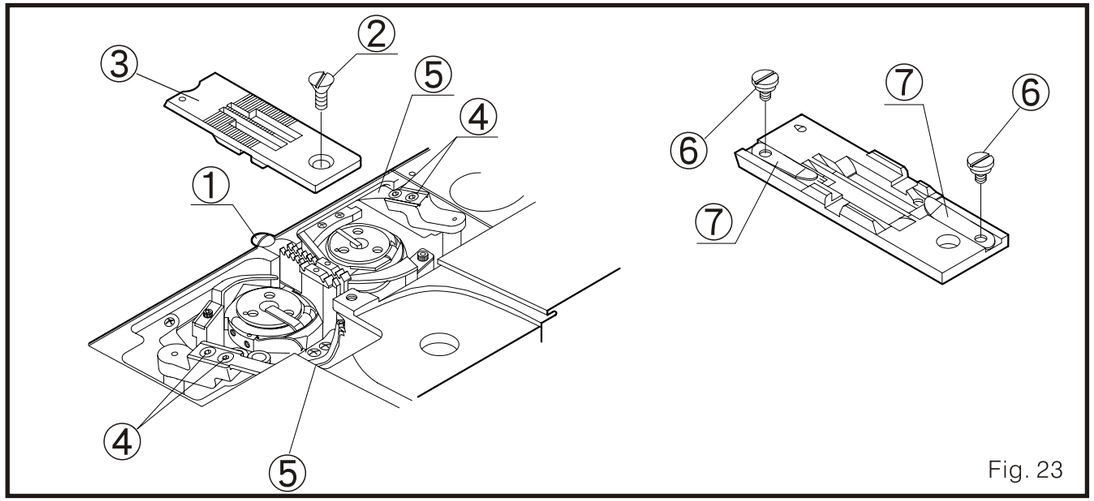
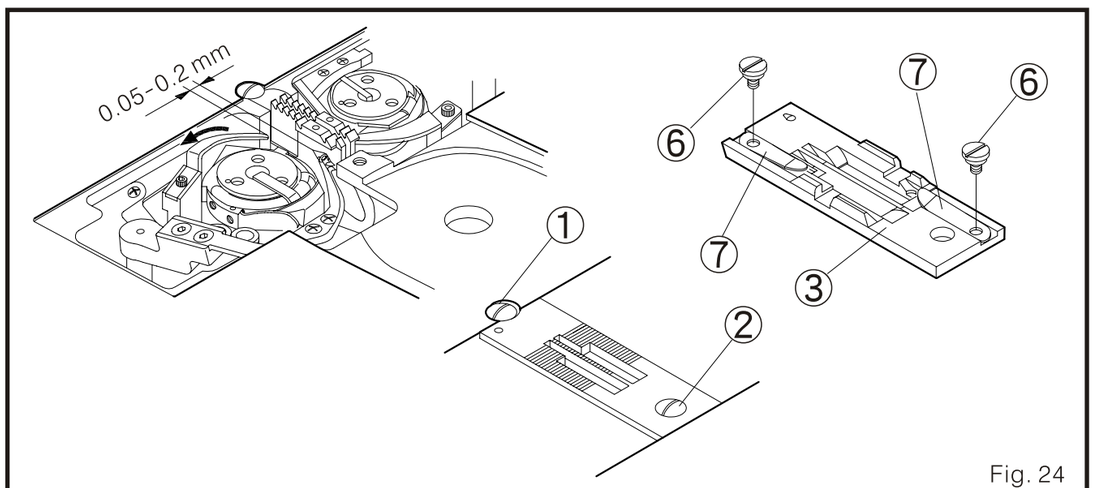

Fig. 23
Fig. 24
1 Desensamblar la cuchilla movible 5 y la cuchilla fijada 7(Fig.23)
2. Ensamblar la cuchilla movible 5 y la cuchilla fijada 7. (Fig. 23, Fig. 24)